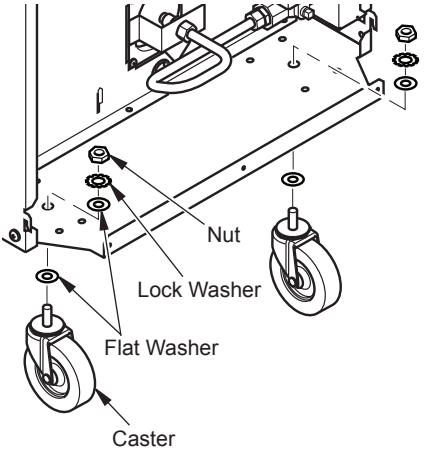

Figure 4 - Installing Casters
2. You may wish to remove side panel from heater to make installing casters easier. If so, see *Top and Side Panel Removal* on page 13. Figure 4 shows side panel removed for clarity.
4. Place a flat washer onto threaded stem of caster. Insert caster stem through hole in cabinet base as shown in Figure 4.
5. Attach each caster to base with a flat washer, a lock washer and a nut as shown in Figure 4.